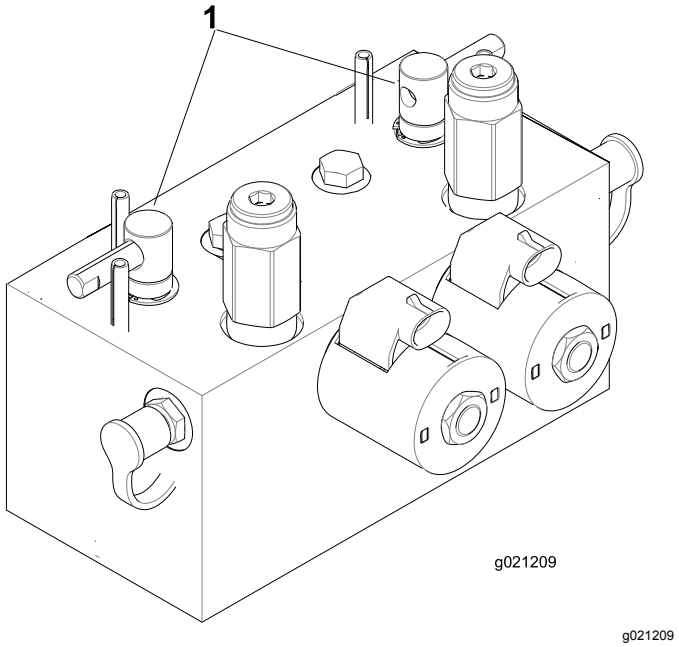

Figur 107
2. Lossa och höj upp sätet för att frilägga slipningsspakarna (Figur 107).
5. Välj den främre, bakre eller bägge slipningsspakarna för att bestämma vilka enheter som ska slipas (Figur 107).